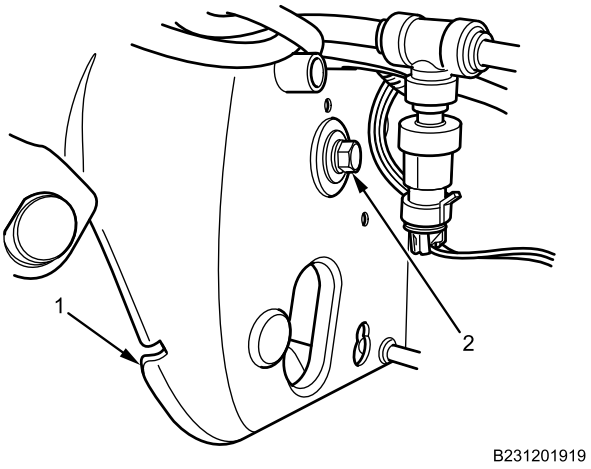

Figure 2. Brake Pedal Pivot Bolt.
2. Remove brake pedal pivot bolt and washer (Figure 2, Item 2) from DCM (Figure 2, Item 1).